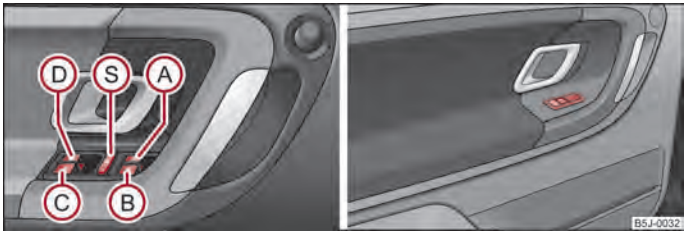

Fig. 19 Tasti nella porta lato guida / tasti nelle porte posteriori
I tasti dei singoli finestrini sono disposti nel pannello comandi del bracciolo della porta lato guida ⇒ fig. 19, in quello sul lato passeggero e nelle porte posteriori. ▶
Premendo l'interruttore di sicurezza Ⓢ ⇒ fig. 19 è possibile disattivare gli alzacristalli delle porte posteriori. Premendo nuovamente l'interruttore di sicurezza Ⓢ è possibile riattivare i tasti degli alzacristalli delle porte posteriori.
- **Se si trasportano bambini nei sedili posteriori, si raccomanda di mettere fuori servizio gli alzacristalli elettrici delle porte posteriori (interruttore di sicurezza) Ⓢ ⇒ fig. 19.**